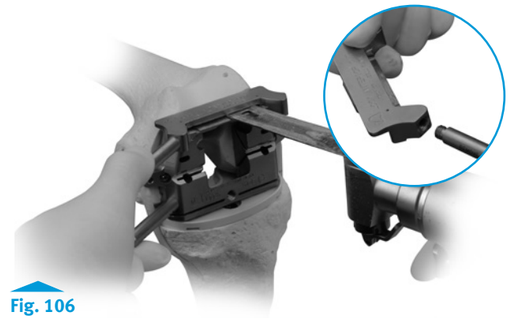

Fig. 106
- Attach the Mini Handles to the LCCK Anterior Cutting Guide **(Fig. 106)**.
- Slide the LCCK Anterior Cutting Guide into the keyed slots in the 4-in-1 Femoral Cutting Block **(Fig. 106)**.
- Use a 0.050 in. (1.27mm) oscillating saw blade to make the anterior bone cut **(Fig. 106)**.